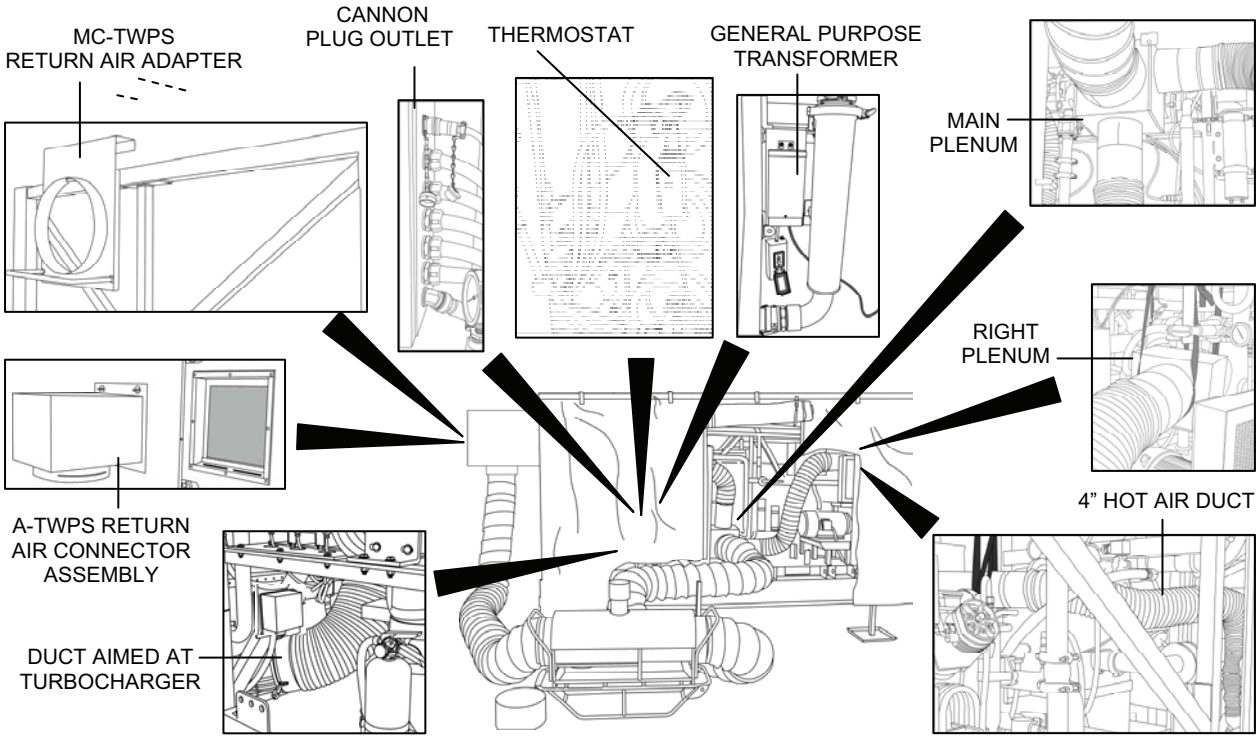

Figure 10. Diesel Heater, Plenum and Duct Installation.
1. Set up the diesel fuel fired heater as follows (Figure 10):
b. Figure 10 with controls facing the TWPS. Keep the diesel heater at least 4 ft. away from the cover/wall or other combustible materials.
e. Attach the 12 in. air return duct to the heater inlet duct adapter (left end in Figure 10).
i. Attach the 12 in. air outlet duct to the heater outlet duct adapter (right end in Figure 10).
2. Install the plenum and ducts inside the TWPS enclosure as follows (Figure 10):